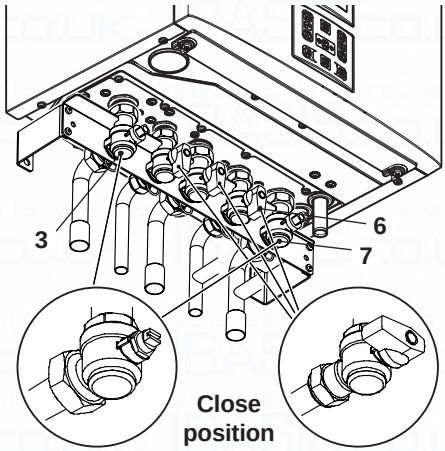

Fig. 9.9
- Turn off the d.c.w .inlet isolating valve 6 (Fig. 9.9).
- Close the c.h. isolating valves (3 and 7 in Fig. 9.9).